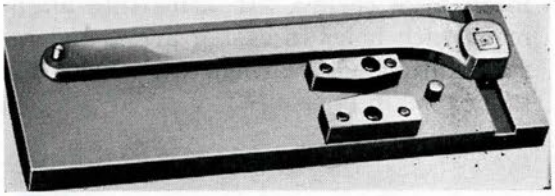

Figure 237
*(a) Remove pendulum lever from diaphragm-lever shaft and check for trueness on inspection plate (Fig. 237). Replace lever on shaft and secure with taper pin. **(166, WE175)**